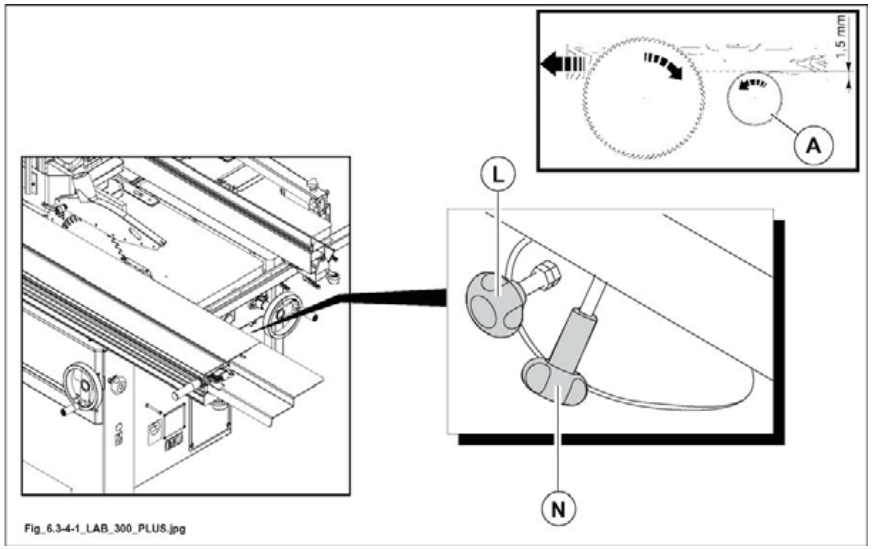

Abb. 6.3-4-1
bei mit Finishmaterial beschichteten Platten wird der Ritzer (A Abb. 6.3-4-1) eingesetzt.
- den Vorritzer mit dem Drehgriff (L Abb. 6.3-4-1) auf die richtige Höhe bringen.
- Die Ausrichtung des Vorritzers zum Sägeblatt durch Drehen des Kugelgriffs (N Abb. 6.3-4-1) einstellen.